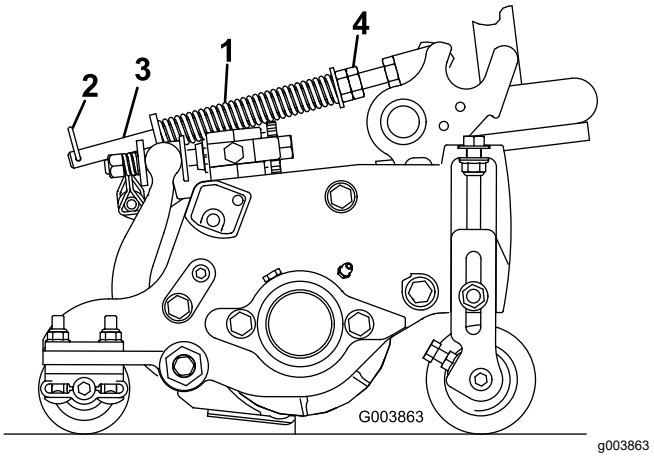

Figur 21
Gräsutjämningsfjädern (Figur 21) överför vikt från den främre till den bakre valsen. Detta hjälper till att minska förekomsten av det vågformade mönster i gräsmattan som kallas för ”ondulering” eller ”bobbing”.
1. Se till att hårnålssprinten sitter i det bakre hålet på fjäderstången (Figur 21).
2. Dra åt sexkantsmuttrarna på fjäderstångens främre ände tills fjäderns sammanpressade längd är 15,9 cm, se Figur 21.